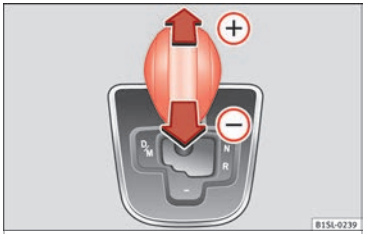

Fig. 83 Lever in the Tiptronic position
- Press the lever forwards (+) or backwards (−) to move up or down a gear ››› **Fig. 83**.